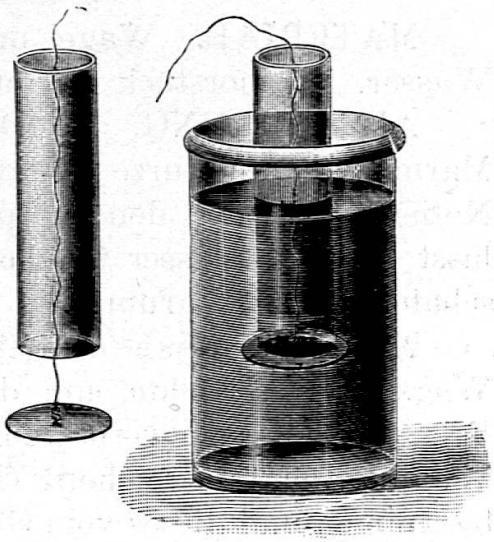

Fig. 9.
1. Der Auftrieb (Fig. 9). Fasst mit der linken Hand den Glaszylinder umgekehrt, mit der rechten Hand die Glasplatte und lasst die Schnur durch den Zylinder fallen. Ergreift das Ende der Schnur mit der rechten Hand, zieht die Platte leicht an den Zylinder und kehrt diesen um. Drückt mit der linken Hand den Zylinder ins Wasser, während die Rechte die Platte festhält. Was bemerkt ihr? (Widerstand von unten.) Lasst die Schnur los. Beobachtung: (Die Platte fällt nicht ab, sie wird angedrückt.) Auftrieb.